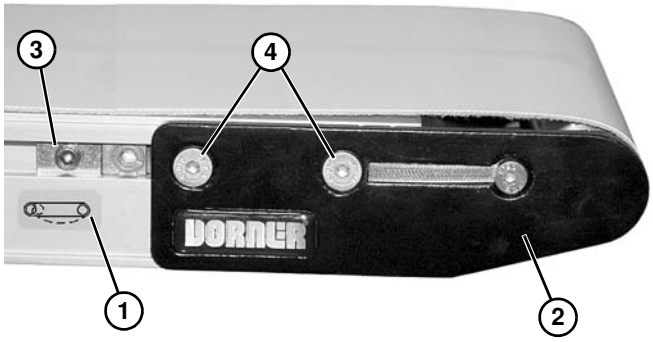

Figure 6
2. Sur l'extrémité où se trouve le tendeur de bande, identifié par , **(Figure 6, élément 1)** assembler en poussant la plaque de tête **(Figure 6, élément 2)** :
a. Sur les deux côtés du convoyeur, desserrer et éloigner des plaques de tête les rives de guidage **(Figure 6, élément 3)** (si elles sont fournies).
b. Desserrer les vis de fixation **(Figure 6, élément 4)** et pousser la plaque de tête vers l'intérieur.